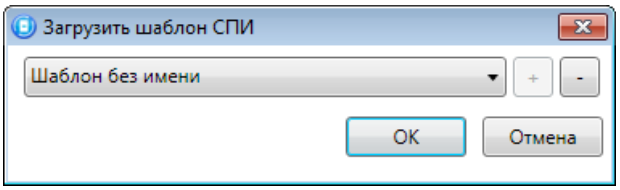

Рисунок 4.46 — Окно *Загрузить шаблон СПИ*
- *Загрузить шаблон настроек:* открытие окна *Загрузить шаблон СПИ* (см. рисунок 4.46), с помощью которого может быть сконфигурирован контроллер по предварительно созданному шаблону. Для того чтобы применить шаблон, выберите его в списке и нажмите кнопку *OK*. Для того чтобы удалить один из сохраненных шаблонов, выберите его в списке и нажмите кнопку -.